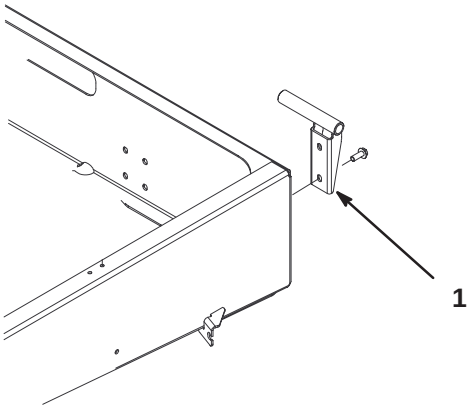

Figuur 8
2. Monteer de linkse draaibeugel aan de linkerhoek van de achterzijde van het frame met twee flensschroeven (3/8 x 1 inch). Plaats de beugel zoals wordt getoond in Figuur 8.